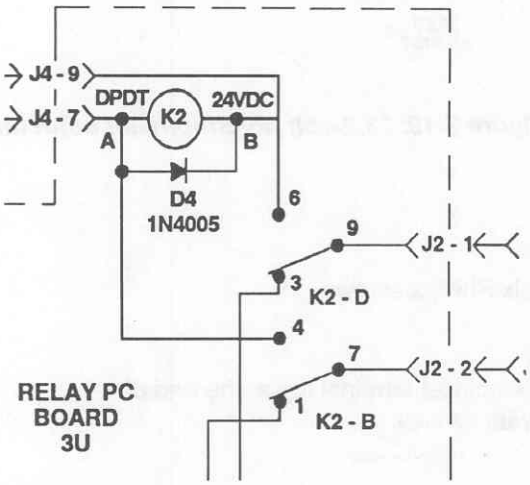
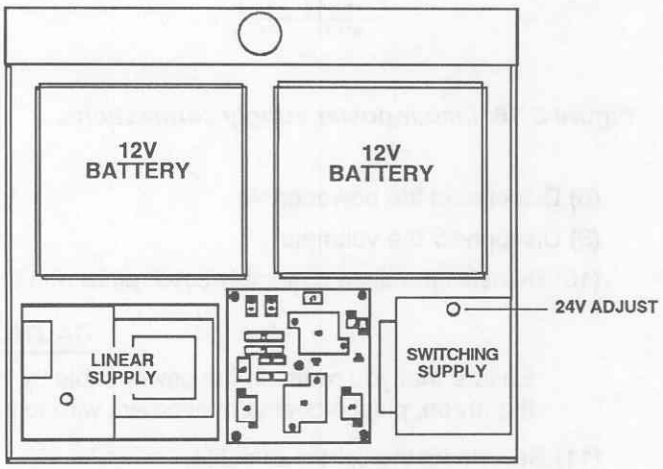

Figure 3-16. Switching power supply.
Figure 3-17. 24-volt potentiometer adjustment.
(1) Disconnect the power cable.
(2) Remove the six Phillips screws fastening the base assembly cover plate.
(3) Remove the cover plate and set it and the screws aside.
(4) Disconnect the lighthead cable.
(5) Connect the positive (+) lead of a voltmeter to jack 2, pin 1 (J2-1) and the negative (-) lead to J2-2 (fig 3-16).
(6) Reconnect the power cable to an external source of AC electrical power.
(7) Adjust the potentiometer (fig 3-17) for +24.67 ±0.01 VDC.
(8) Disconnect the power cable.
(9) Disconnect the voltmeter.